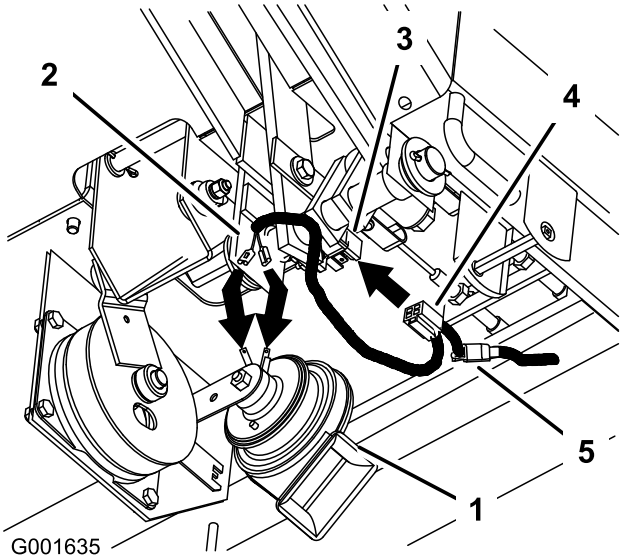

Figur 19
1. Koppla ihop de två snabbkopplingarna med signalhornet under golvplattan (Figur 19).
2. Anslut bromsbrytarkontakten till den nya bromsbrytaren (Figur 19).
3. Koppla ihop det nya kablaget med den gamla bromsbrytarkontakten (Figur 19).